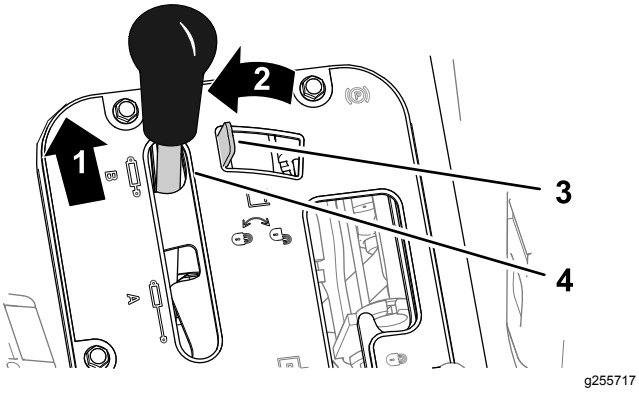
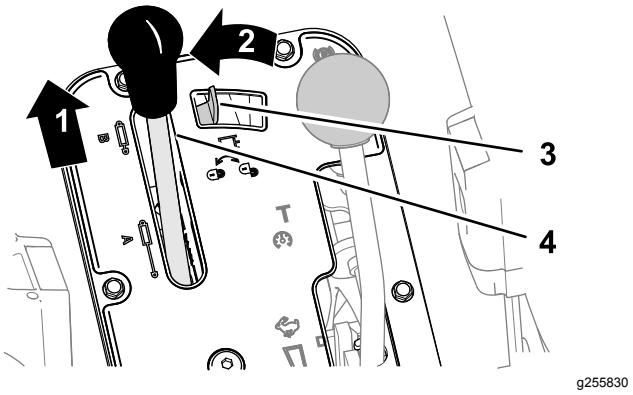

Figur 80
Figur 81
1. Skyv den hydrauliske løftespaken fremover (Figur 80 eller Figur 81).
2. Flytt låsen for den hydrauliske løftespaken til venstre for å aktivere den (Figur 80 eller Figur 81).